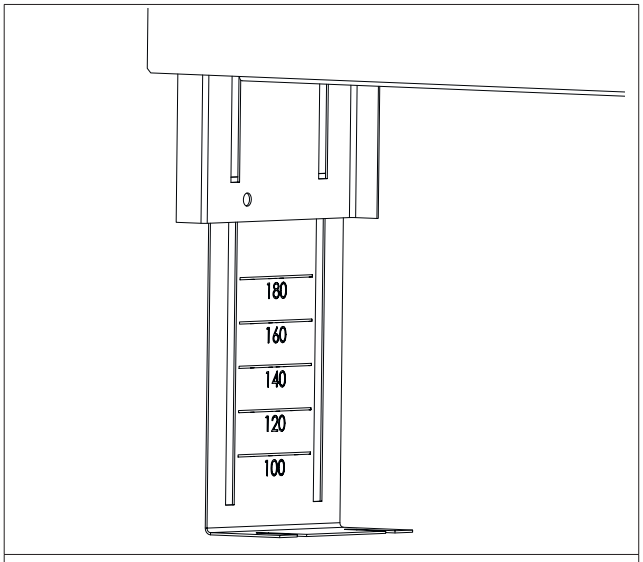

Abb. 7: Höhenmarkierung
2. Stellen Sie die Füße des Aufputzschrankes auf die gewünschte Höhe ein. Beachten Sie beim Einstellen der Füße die Aufbauhöhe des Estrichs. Die Estrichoberfläche sollte mind. 1 cm oberhalb der Unterkante der Estrichblende liegen. Beim Ausziehen der Füße erscheint eine Höhenmarkierung (siehe Abb. 7 auf Seite 10). Die angegebenen Maße sind vom Boden bis zur Unterkante der Estrichblende. Verstellen bzw. fixieren Sie die Füße, indem Sie die Flügelmuttern lösen bzw. anziehen.